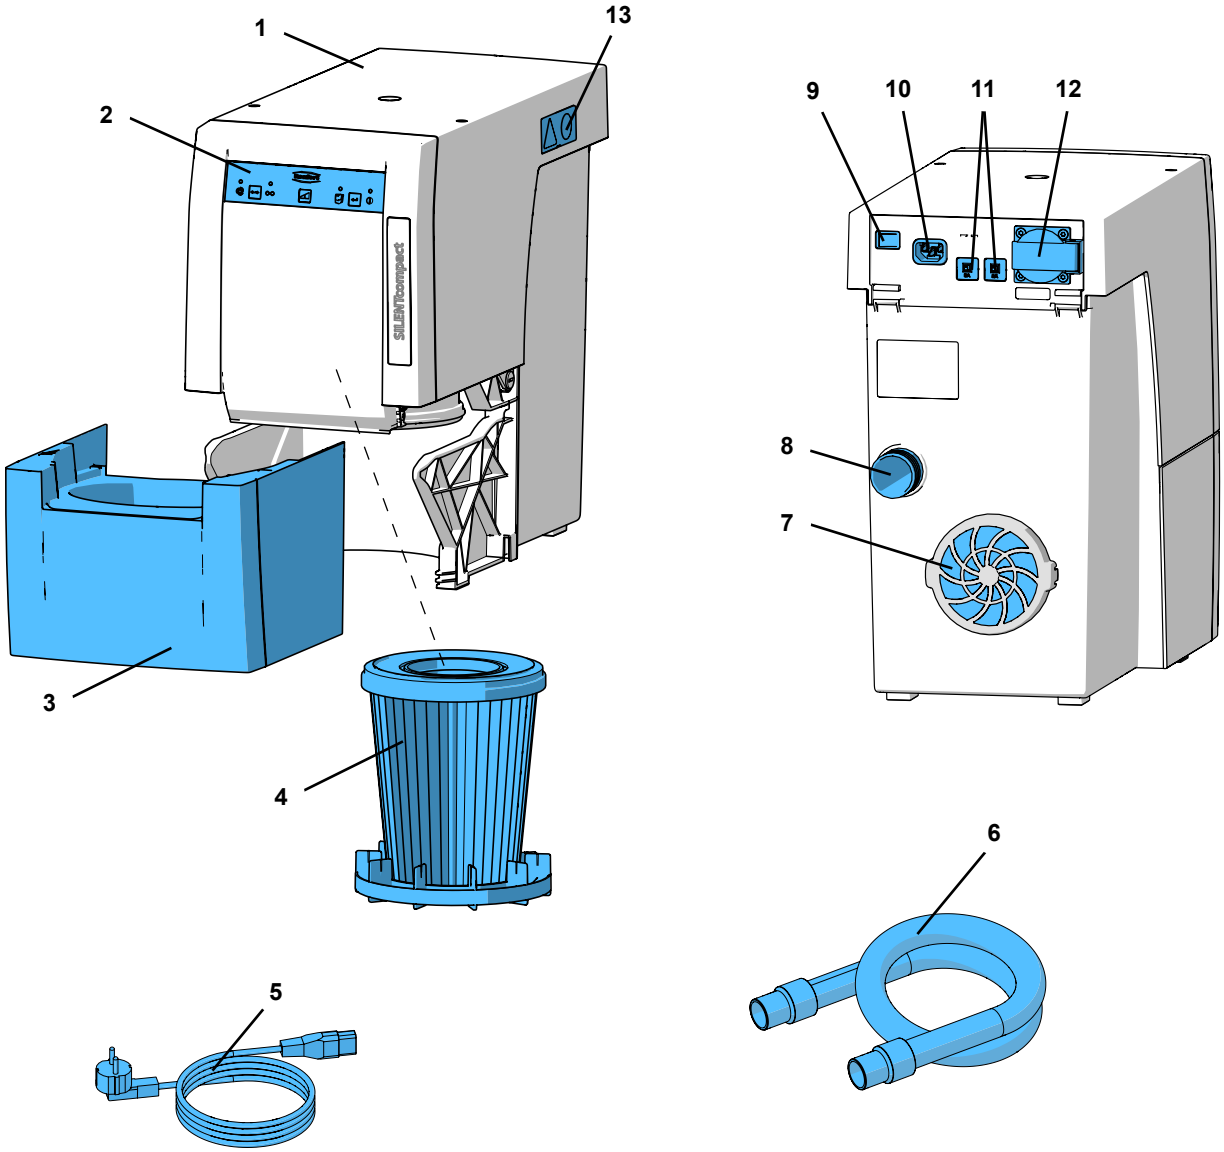

図 1
- 集塵装置は、排気口(7, 図 1)を妨げないように、設置して下さい
⇒電源コード (5、図 1) を電源コンセント(10) に挿し込みます。
⇒吸引ホース(6、図 1) を吸引口(8) に挿し込みます。